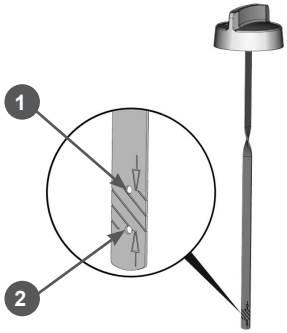

Рис. 13 Крышка-щуп маслозаливной горловины
10. Подождите 1 минуту, совместите выступы на крышке-щупе и пазы на маслозаливной горловине, установите крышку-щуп в отверстие маслозаливной горловины. Затем аккуратно вытащите щуп и осмотрите его. Уровень масла должен соответствовать верхней отметке 1 на щупе (Рис. 13).